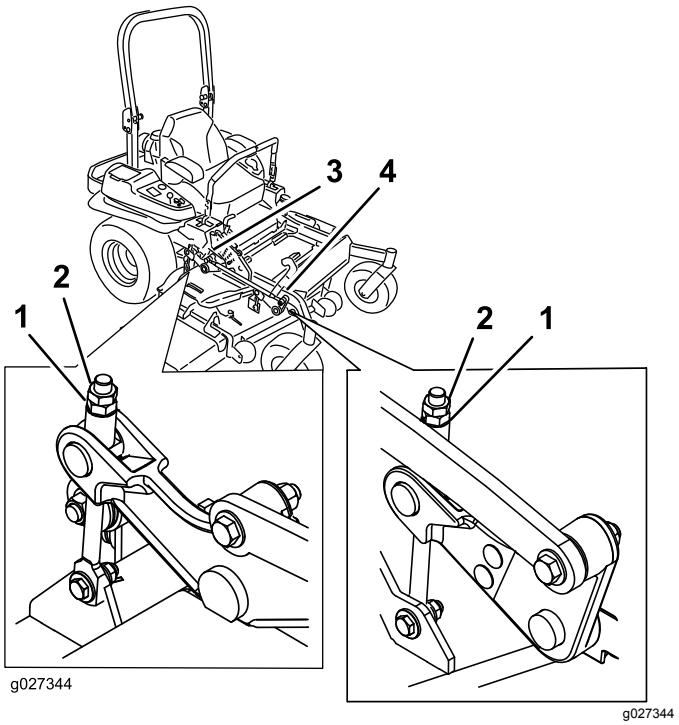

Figur 95
10. Vrid på justermuttern på det främre däckets lyftanordning för att finjustera (Figur 95).